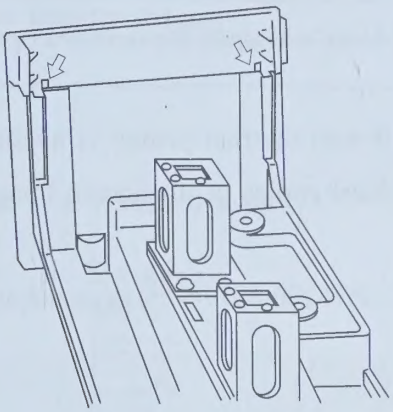

Fig. A-5.3 Mounting the "Cover, Sample Compartment"
(1) Turn OFF the UV-1700 unit power switch.
(2) Remove the optional accessory which has been mounted.
(3) Loosen the knurled screws (2) beneath the front edge of sample compartment.
(4) Lift the entire sample compartment up and pull out.
(5) Match up the protrusions on the sample compartment unit with the protrusions on the "Cover, Sample Compartment" (2 places) shown by the arrows in Fig. A-5.3.